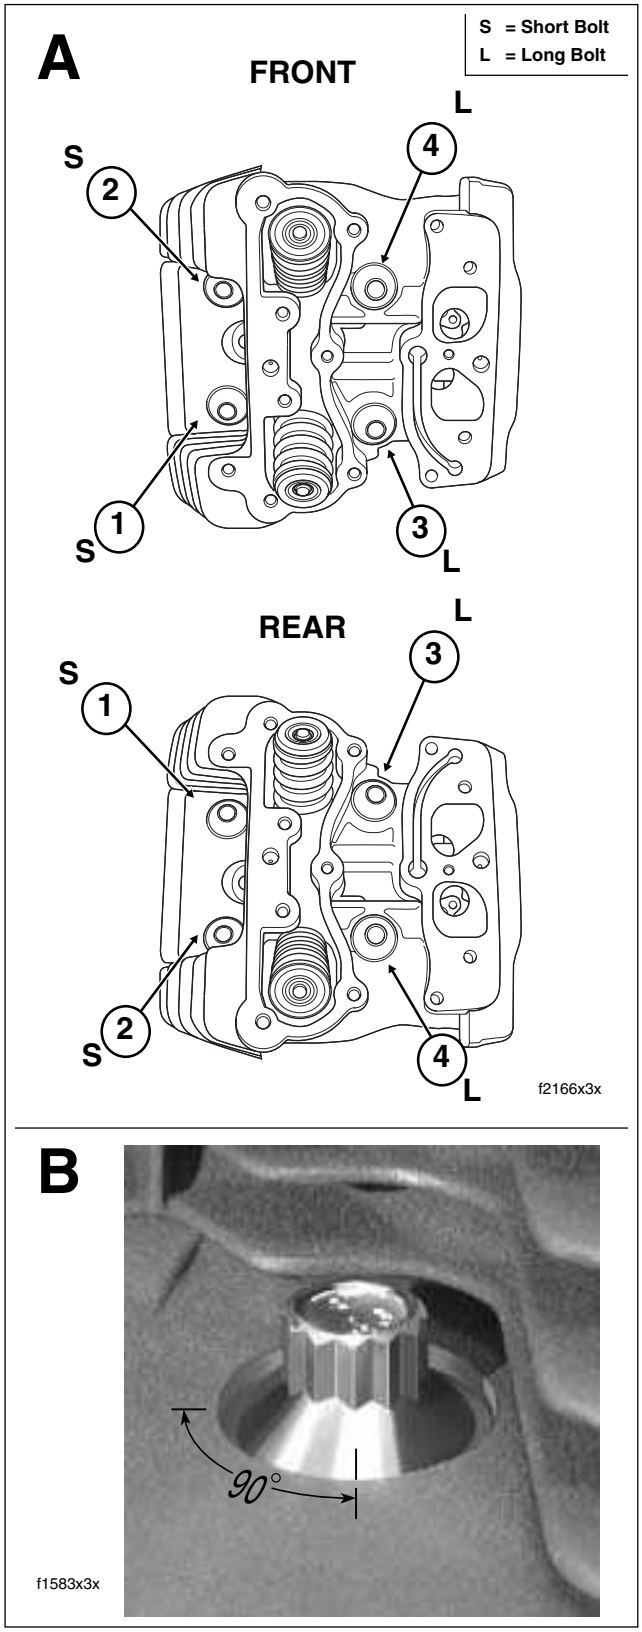

Figure 3-34. Cylinder Head Torque Sequence and Bolt Size
b. Tighten the cylinder head bolts to 120-144 **in-lbs** (13.6-16.3 Nm) in the sequence shown in A of Figure 3-34.
d. Using a grease pencil, mark a straight line on the cylinder head bolt continuing the line over onto the cylinder head. Using the marks as a guide, turn each bolt 1/4 turn or 90 degrees. See B of Figure 3-34. Be sure to tighten the cylinder head bolts in the sequence shown in A of Figure 3-34.